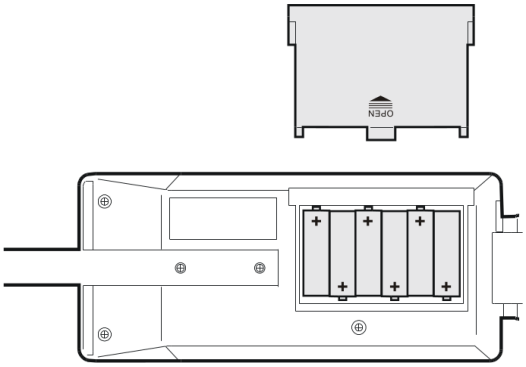

Figure 14
1. Faites glisser le couvercle du compartiment à piles dans le sens de la flèche « OPEN ». Installez ensuite les 6 piles AA en respectant les marques de polarité du compartiment (voir figure 14).